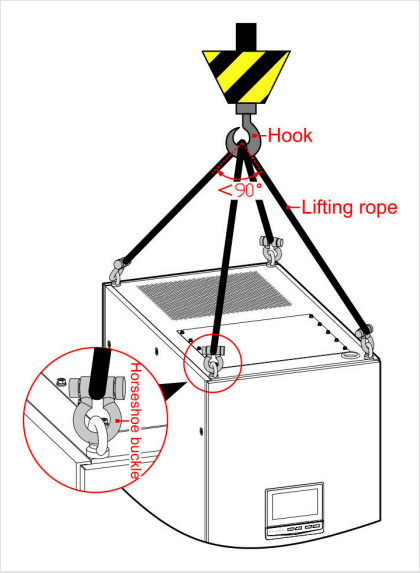

FIGURE 4-10 Lifting by the eye bolts: hook, slings at 90° or less, shackles
3. Lift the cabinet with four slings and shackles, the angle between slings 90° or less (Figure 4-10).